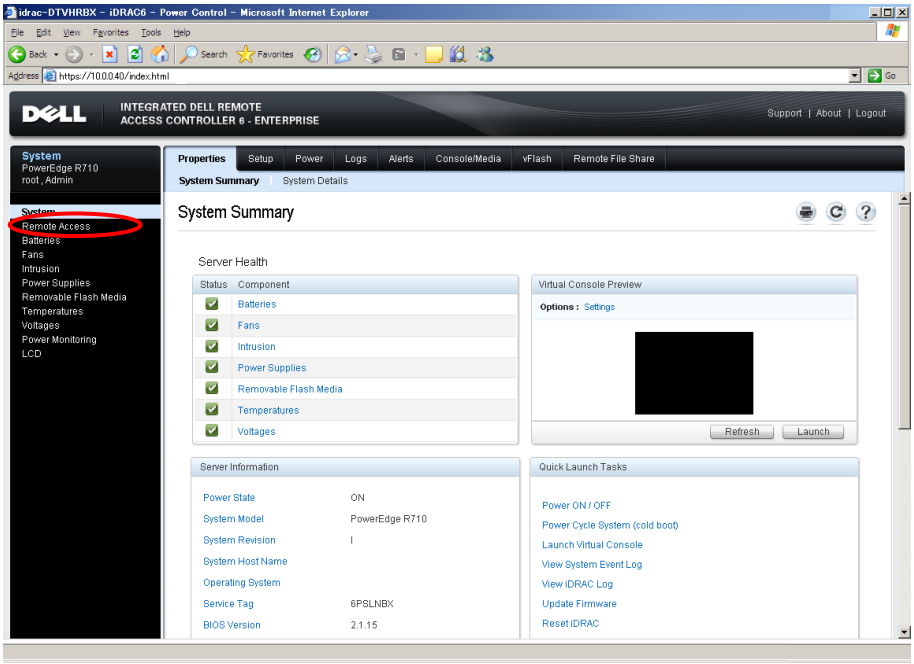

Figure B.2.5-12 System Summary window
(16) The system summary window is displayed as shown in Figure B.2.5-12.